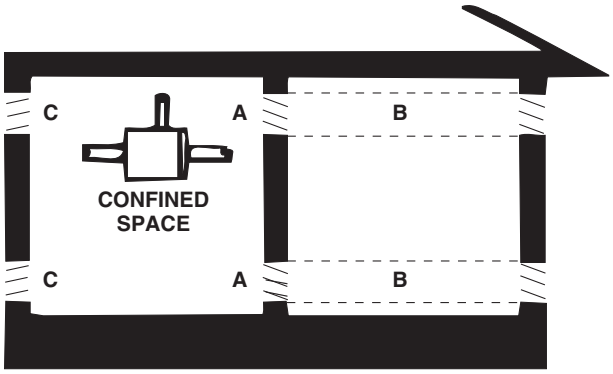

Figure 4. Confined Space Combustion Air Openings (Refer to Table 8)
- For confined space installation of UBX and UDX models (including those with CV option), provide openings (depending on the combustion air source) near the floor and ceiling for ventilation and air for combustion, as shown in **Figure 4** and as listed in **Table 8**.
*See Figure 4.